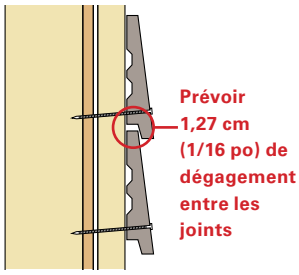

Fig. 27
- Assurez-vous que les planches de revêtement sont installées en laissant un dégagement de 0,16 cm (1/16 po) entre tous les joints. *(Voir la figure 27)*